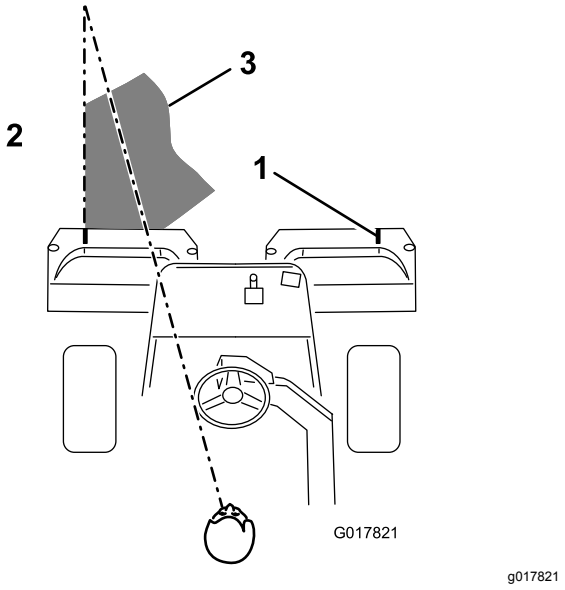

Figure 41
3. Minimisez le chevauchement de la passe précédente lors de la passe de retour. Pour vous aider à traverser le green en ligne droite et à maintenir la machine à égale distance du bord de la passe précédente, établissez une ligne de vision imaginaire à environ 1,8 à 3 m en avant de la machine jusqu'au bord de la partie non coupée du green (Figure 41). Certaines personnes trouvent utile de faire passer la ligne de vision par le bord extérieur du volant, c.-à-d. de maintenir le bord du volant aligné avec un point se trouvant toujours à la même distance par rapport à l'avant de la machine (Figure 41).